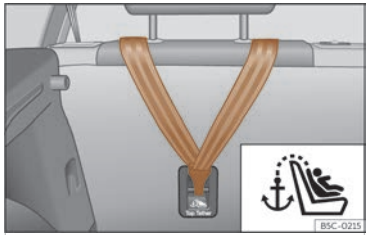
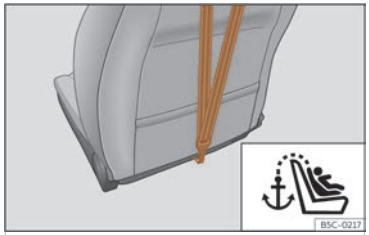

Fig. 39 Rear part of the rear seats: Top Tether belt anchor.
Fig. 40 Rear of front passenger seat backrest: Top Tether belt anchor (not available in all markets/versions).
Child seats with a Top Tether system are fitted with an additional belt for fastening to an anchor point in the vehicle. This anchor point is located on the rear of the rear seat backrest and of the front passenger seat backrest[1)] (identified with the symbol ⚓) and provides better retention ››› **Fig. 39**, ››› **Fig. 40**.
- Slide the belt and secure it properly with the anchor on the rear seat backrest ››› **Fig. 39** , ››› **Fig. 40**.